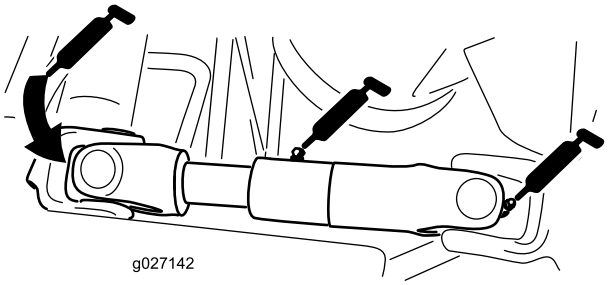

Figur 43
- Pumpdrivaxelns U-led (3) (Figur 43)